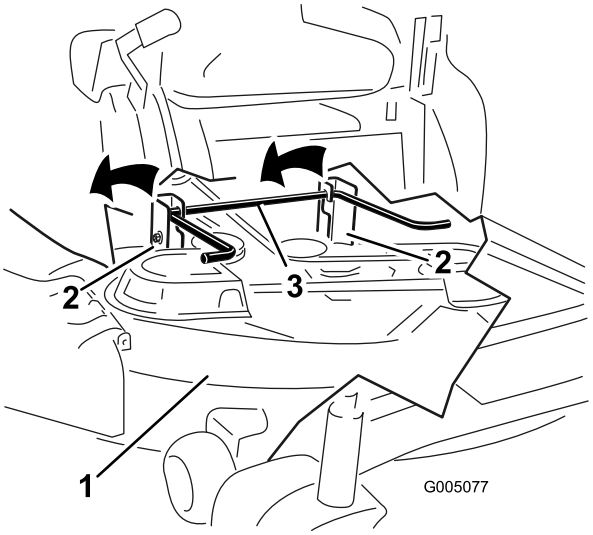

Figur 66
6. Lyft klipparen och hållarfästena så att de går fria från den bakre lyftstången och sänk försiktigt ned klipparen till marken (Figur 66).
5. Lyft upp klippardäckets bakre del och för hållarfästena över den bakre lyftstången (Figur 66).